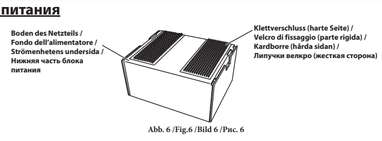

Abb. 6 /Fig.6 /Bild 6 /Рис. 6
1 Befestigen Sie den Klettverschluss (harte Seite) ⑪ unten am Netzteil ② (siehe Abb. 6).
1 Incollare il Velcro di fissaggio (parte rigida) ⑪ sul fondo dell'alimentatore ② (Fig. 6).
1 Fäst kardborren (hårda sidan) ⑪ på strömenhetens undersida ② (se Bild 6).
1 Прикрепите липучку велкро (жесткая сторона) ⑪ к нижней части блока питания ② (см.рис. 6).